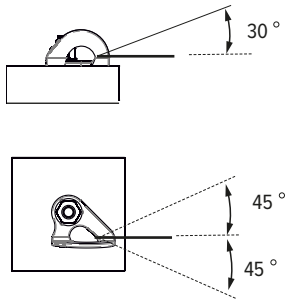

Рис. 6
5. Нагрузка во время падения не менее 12 кН. Направления возможной нагрузки на устройства изображены на рис. 6.